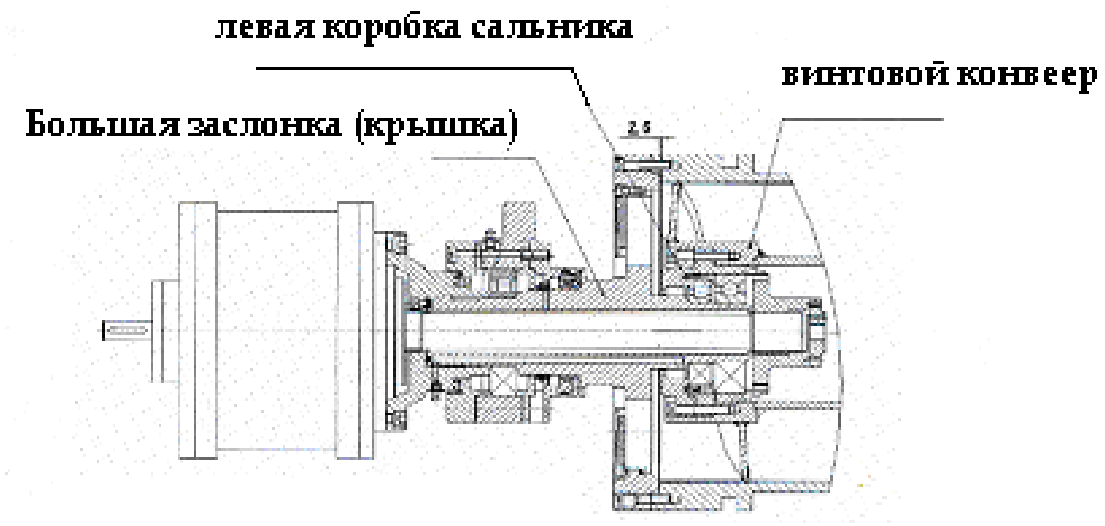
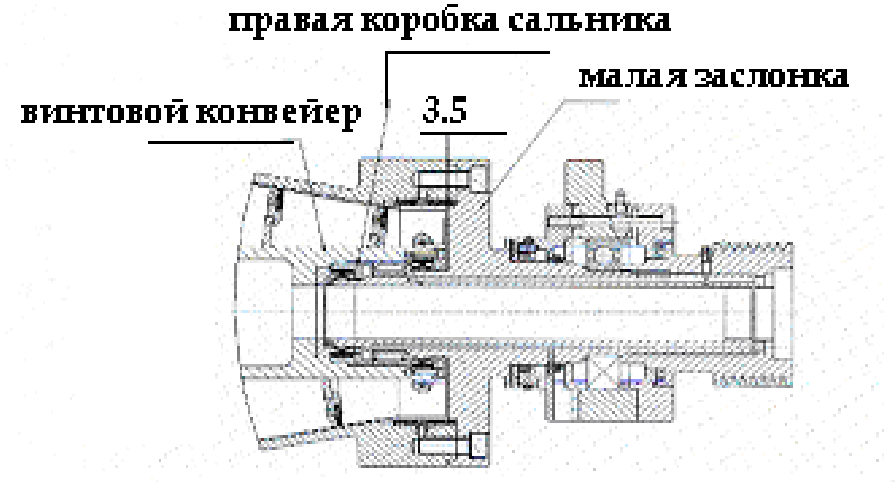

Рис. 10 Демонтаж заслонки большего конца барабана
Рис. 11 Демонтаж малой заслонки (крышки) барабана
1. Демонтируйте крышку с большего конца винта и крышку с малого конца винта. (См рис. 10 и рис. 11).
3. Снимите левую концевую заделочную муфту с большого конца винта (См рис. 10), чтобы проверить масляный сальник корпуса.
5. Демонтируйте правую концевую заделочную муфту с малого конца винта (См рис. 11 и рис. 14) и проверьте масляный сальник корпуса.
6. Зазор между барабаном и конвейером должен быть установлен в соответствии с Рис.10 и Рис. 11, после повторной сборки механизма.